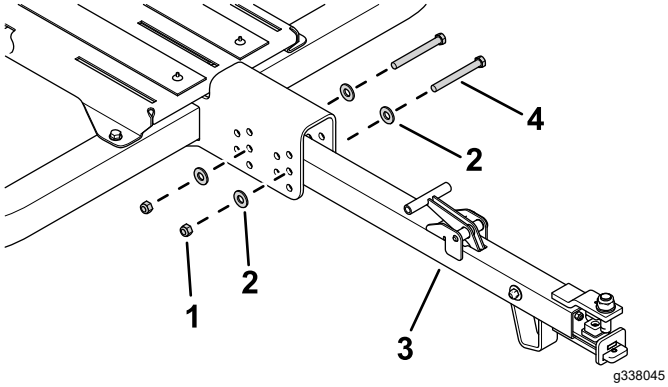

Figuur 23
1. Gebruik 2 bouten (7/16"), 4 ringen en 2 borgmoeren om de koppelinrichting van de aanhangwagen te bevestigen aan het hoofdframe (Figuur 23).